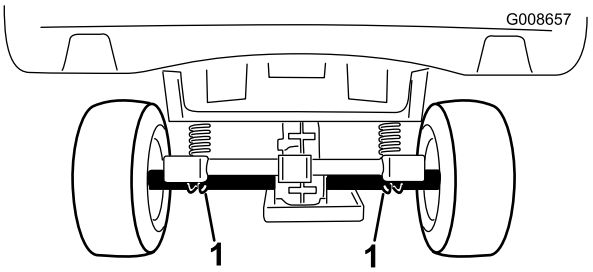

Figur 26
- Løftepunktet bagest på maskinen findes under akselrørene (Figur 26).